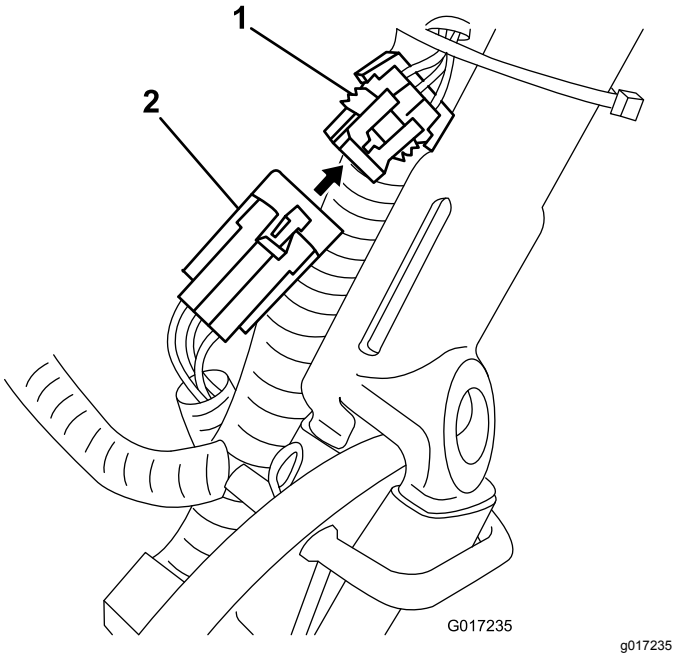

Figur 15
14. Før pakken til maskinens ledningsnet under og bag hovedledningsnettet på venstre side af maskinen, og tilslut det lille stik med seks ben på ledningsnettet til det tilsvarende stik på hovedledningsnettet som vist i Figur 15.